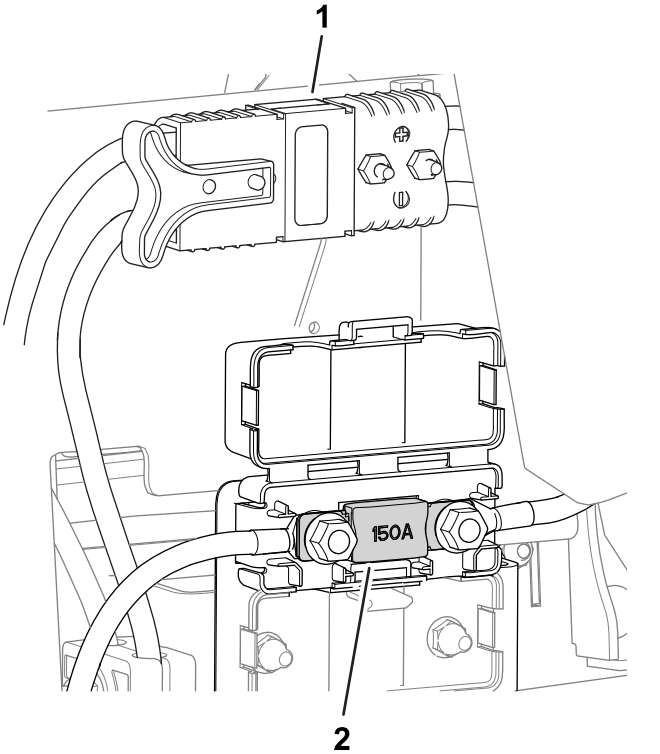

Figur 60
- Elsystemets säkring sitter under huvudströmkontakterna (Figur 60).